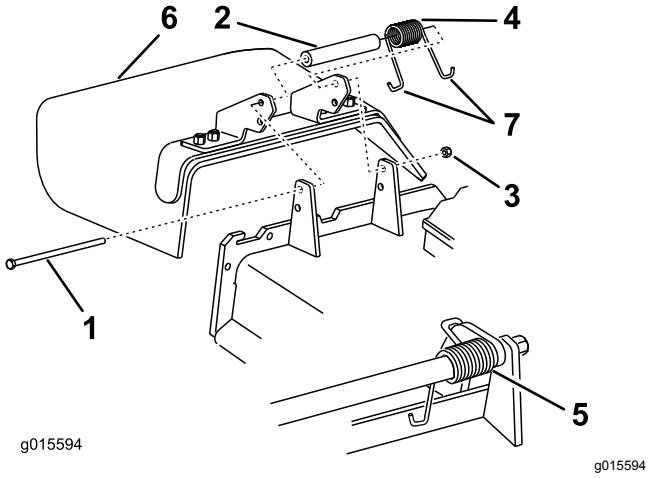

**Figuur 89**
1. Verwijder de borgmoer, bout, veer en afstandsstuk waarmee de grasgeleider vastzit op de draaibeugels (Figuur 89).
**Opmerking:** Zorg ervoor dat 1 **J**-vormig haakeind van de veer is gemonteerd achter de rand van het maaidek voordat u de bout monteert zoals wordt aangegeven in Figuur 89.
6. Plaats 1 **J**-vormig haakeind van de veer om de grasgeleider (Figuur 89).